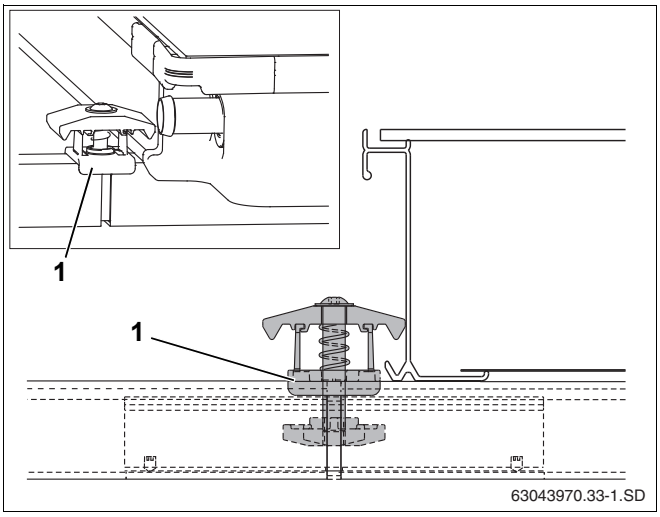

Рис. 48 Установка двухсторонних зажимов
- Установить двухсторонний зажим гайкой вниз в отверстие профильной рейки и соединительной вставки так, чтобы пластмассовая распорка (рис. 48, **поз. 1**) охватывала профильную рейку.